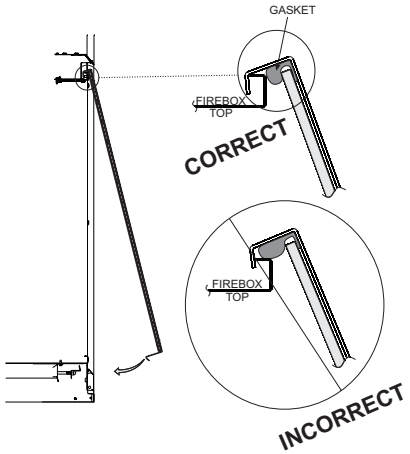

Figure 95
1. When installing the Glass Door assembly, make sure that the door top flange is hooked over the firebox top flange as illustrated in the "Correct" view in **Figure 95.**
Important: Do not allow the gasket across the top of the door to roll up on top of the firebox flange as shown in "Incorrect" view in Figure 95.